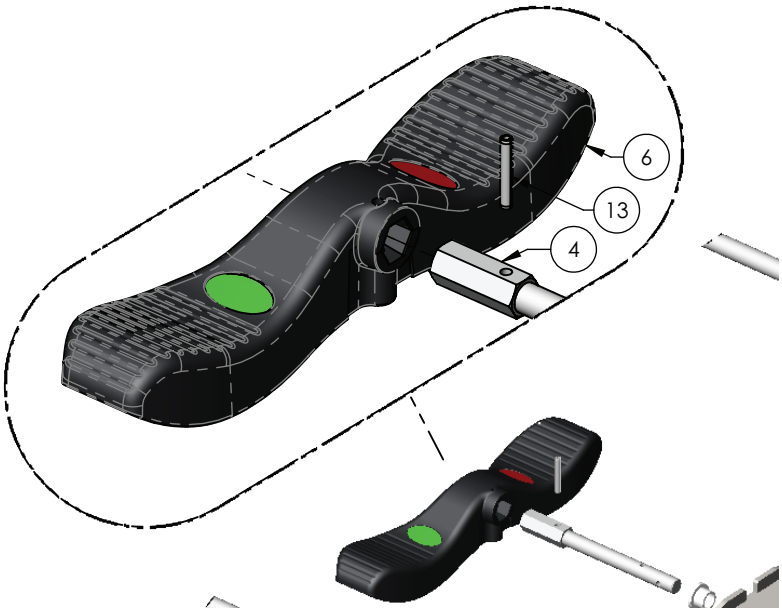

Figure 2 – Remplacement la pédale d'enclenchement du frein
2. À l'aide d'un marteau et d'un poinçon, extraire la goupille roulante (13) de la pédale (6) pour retirer et jeter la pédale (6) (Figure 2).